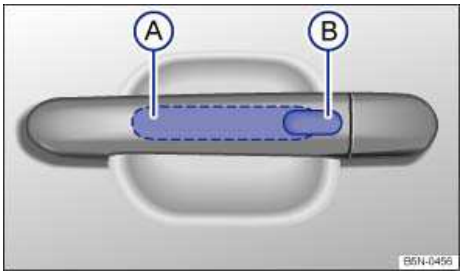

Fig. 24 Keyless Access system: Sensor for unlocking A on the inside of the front door handles. Sensor for locking B on the outside of the front door handles.
Your vehicle may be equipped with Keyless Access with push-button start, a keyless starting and locking system that unlocks and locks the vehicle without active use of a remote control vehicle key. All you have to do is touch a sensor surface on one of the front outside door handles ⇒ fig. 24 or push the button on the luggage compartment lid ⇒ *Luggage compartment lid* when a valid remote control vehicle key is within range ⇒ ⓘ.
- Keyless Entry: Unlocking the vehicle with the sensor surfaces on the door handles of the driver or front passenger door ⇒ fig. 24 (A) or by using the button on the luggage compartment lid.
- Keyless Exit: Locking the vehicle via the door handle sensor on the driver or front passenger door (B).
Remove your finger from the lock sensor surface ⇒ fig. 24 (B) to stop the function. If you touch the unlock sensor surface (A) on the inside of the door handle immediately after releasing the lock sensor surface (B), all of the windows will open (safety function).